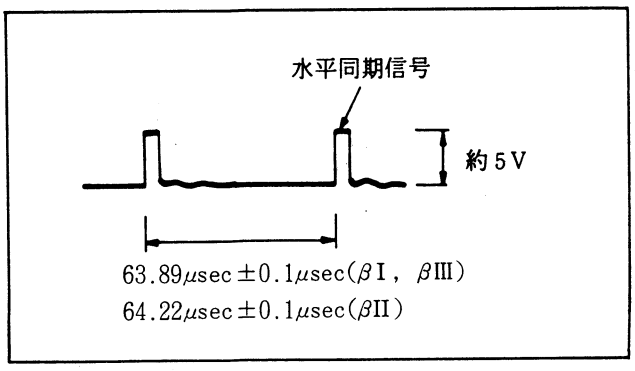

図5-11. ピクチャーサーチf_H調整
(1) βIモードで任意の信号を記録再生し，CUEモードでSS-53基板又はFC-8基板のRV802で63.89μsec±0.07μsecに調整する。
(2) βIIを再生し，CUEモードでSS-53基板又はFC-8基板のRV801で64.22μsec±0.07μsecに調整する。
(3) βIIIを再生し，CUEモードでSS-53基板又はSS-39基板のRV808で63.89μsec±0.07μsecに調整する。(図5-11参照)